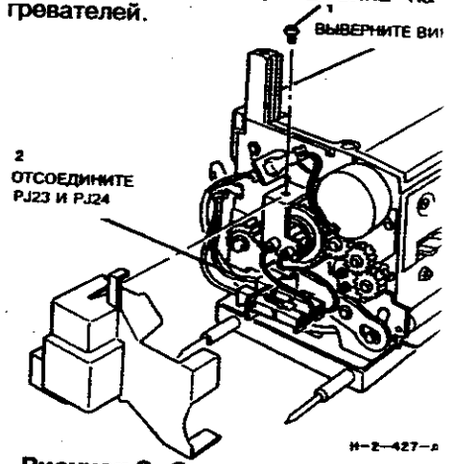

**Рисунок 2. Снятие заднего крепления нагревателей**
3. (Рисунок 2) Снимите концевые изоляторы с заднего кронштейна нагревателей.